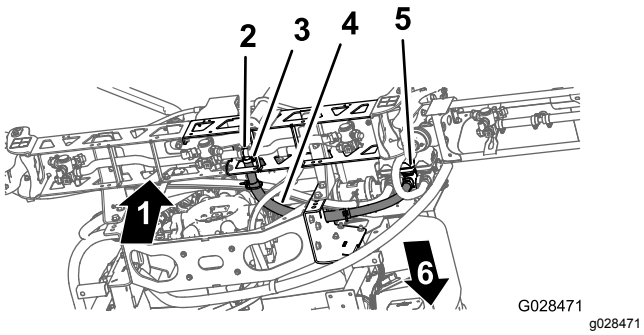

Figuur 44
1. Leid de slang van de middelste spuitboom zoals wordt getoond in Figuur 44.
2. Breng de slang van de spuitboom aan over de geribde T-fitting van de middelste spuitboom en zet de slang vast met een slangklem (Figuur 44).